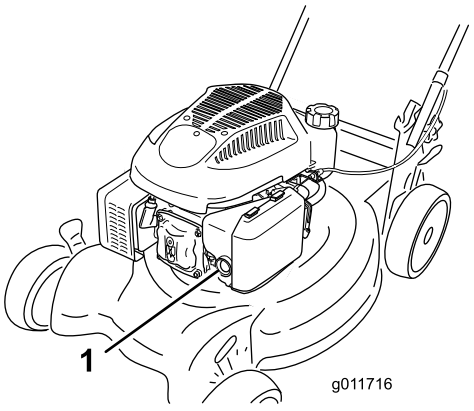

Figur 10
1. Snapsa genom att trycka in knappen ordentligt med tummen tre gånger, och hålla in knappen en sekund vid varje tryckning innan du släpper den igen (Figur 10).